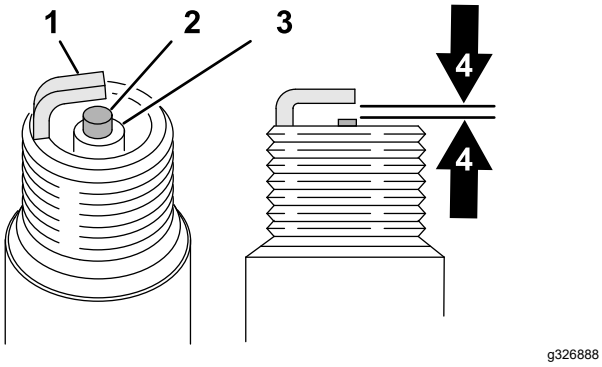

Figur 30
4. Undersøg tændrøret for slid og skader (Figur 30).
5. Kontroller gnistgabet med en ledningsmåler (Figur 30).